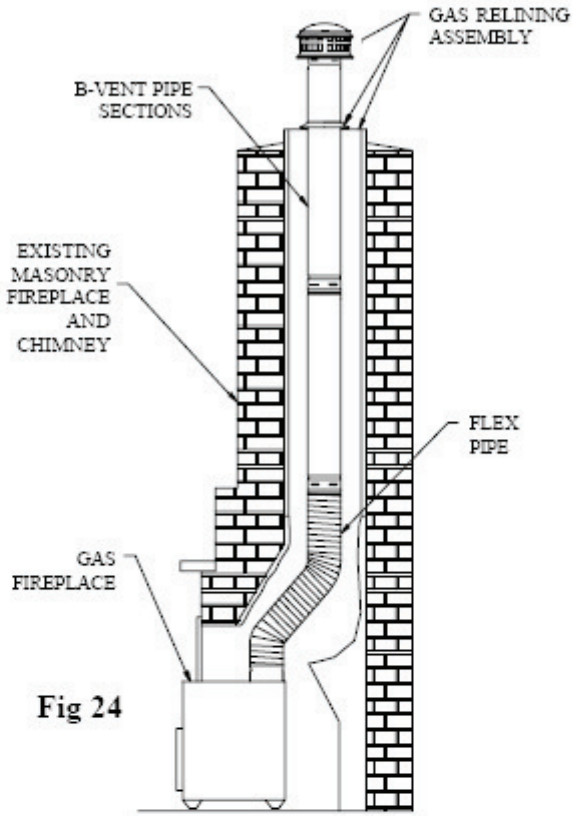
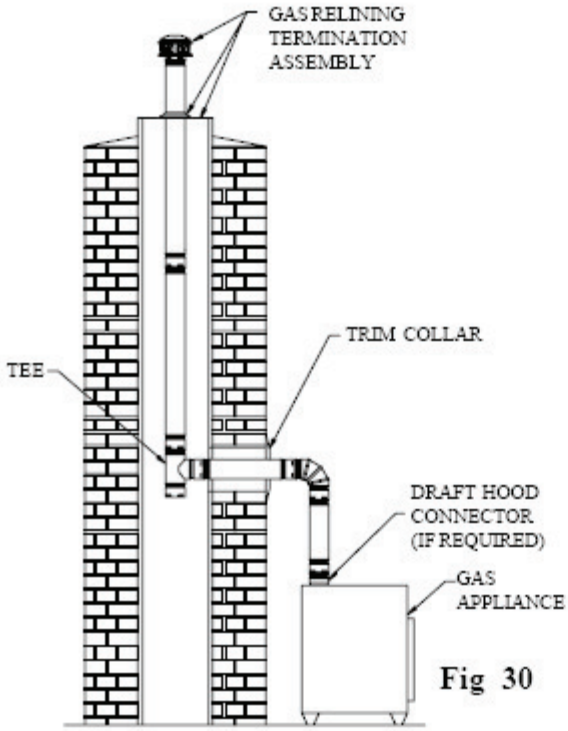

Fig 24
Fig 30
1. **Description**. A masonry chimney should be relined with B-Vent when venting a Category I gas appliance, such as a gas fireplace insert or freestanding gas stove, or to improve the venting and reduce condensation of existing gas appliances which are currently venting into the masonry chimney. These instructions encompass two general configurations: (1) A gas fireplace situated inside an existing masonry fireplace (Figure 24) or (2), a free-standing gas appliance venting into an existing masonry chimney. (Figure 30)
(a). **Locate Appliance**. Set the appliance in it's desired position, and mark the center of the hole where the lateral **Pipe Section** is to pierce the masonry chimney. Insure the manufacturer's requirements are complied with, particularly in regards to distances from combustible surfaces. Refer to Figure 30.
(c). **Tee**. A **Tee** is installed at the bottom end of the assembled vertical **Pipe Sections**, as shown in Figure 30. The **Tee** has a removable **Tee Cap** at the bottom, for cleaning and condensate removal. If the configuration of the building permits it, a clean-out access gate is recommended.
through the access door while someone twist-locks the **Pipe Section** to it. Use an **Adjustable Pipe Length** as needed to obtain a specific location for the appliance. Make a mark on the horizontal **Pipe Section** flush with the vertical face of the masonry, for referencing the vertical position. Slip a **Pipe Collar** over the horizontal **Pipe Section** and install the remaining fittings as shown in Figure 30. A minimum of 12 inches of connector rise is required.